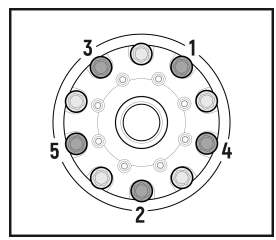

Рис. 20
- *Выкрутите предварительно установленные **пять** болтов. Нанесите фиксатор резьбы в резьбовые отверстия и на резьбу болтов, затем вкрутите и затяните их динамометрическим ключом моментом, указанным в руководстве по ремонту автомобиля. (**Рис. 20**)*